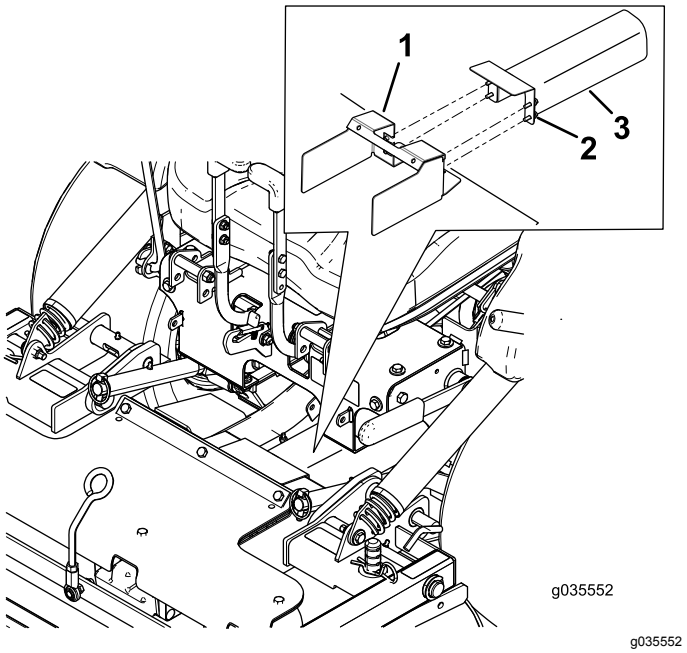

Figuur 9
5. Maak de bouten los en verwijder de metalen afschermingen getoond in Figuur 9.
2. Monteer de metalen afschermingen en bouten zoals in Figuur 9.